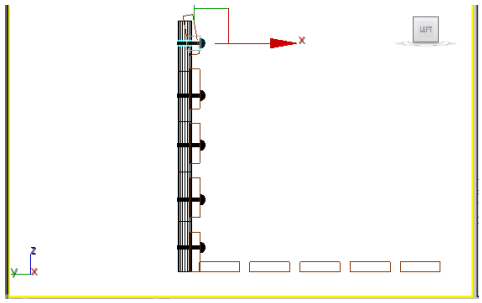

Figure 2-82 *Alignment of rivets in the Left viewport*
4. In the Left viewport, select *rivet001* using the **Select and Move** tool and move the cursor over the vertical axis. Now, create 4 copies of *rivet001*. These copies are automatically named as *rivet002*, *rivet003*, *rivet004*, and *rivet005*. Align them in the Left viewport, refer to Figure 2-82.